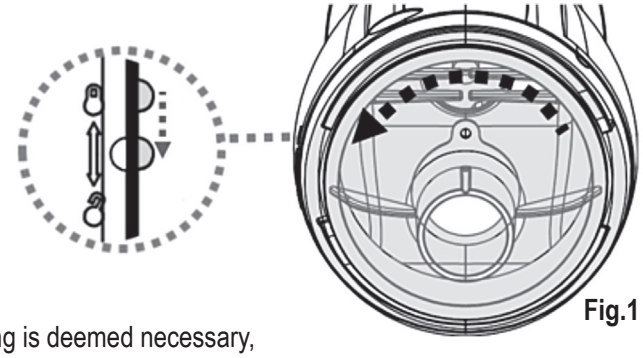

Fig.1
2. Hold the electric vacuum body and turn the canopy anticlockwise until the white marking on the canopy reaches the lock-unlock marking. (**Fig.1**) Detach the canopy and remove the filter bag / filter cage from the electric vacuum